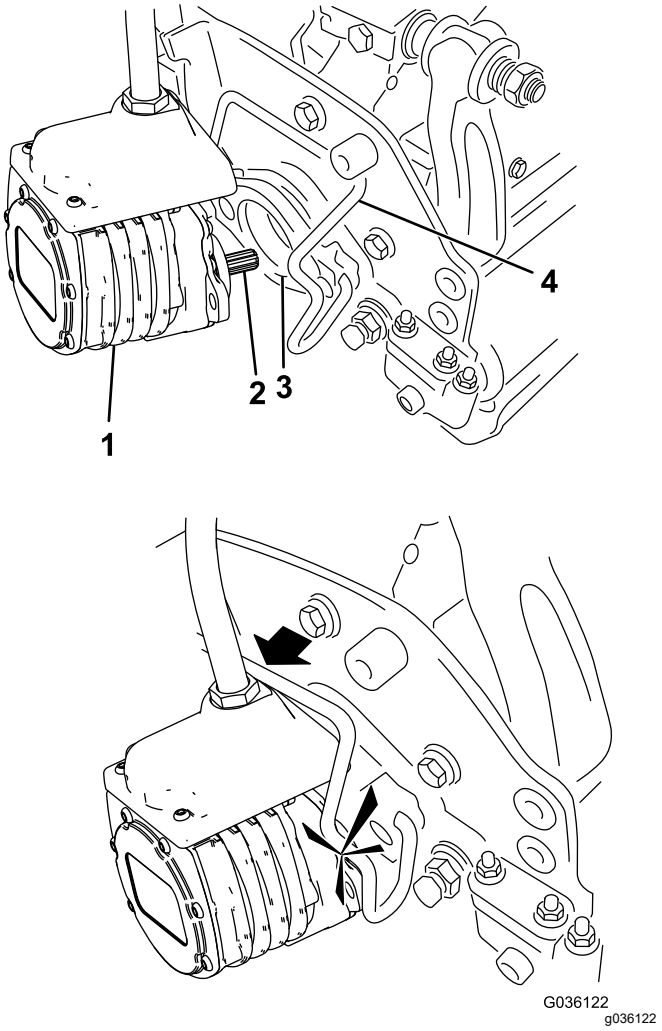

Bild 70
5. Schmieren Sie die Keilwelle des Schneideinheitmotors mit sauberem Fett ein (Bild 70).
6. Setzen Sie den Motor in die linke Seite der Schneideinheit (aus Sicht der Bedienerstellung) und ziehen die Motorbefestigungsstange an der Schneideinheit zum Motor, bis Sie einen deutlichen Klick von beiden Seiten des Motors hören (Bild 70).